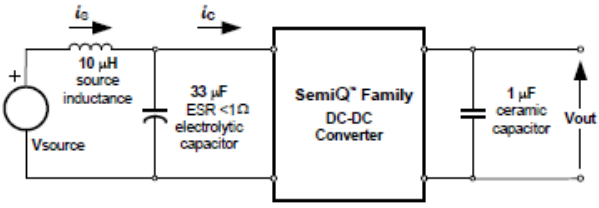

Fig. 5.0V.14: Test Setup for measuring input reflected ripple currents, i_c and i_s
Figure 5.0V.1 Available load current vs. ambient air temperature and airflow rates for SQ48T10050 converter with D height pins mounted vertically with Vin = 48V, air flowing from pin 3 to pin 1, and maximum FET temperature ≤ 120°C.
Figure 5.0V.2 Available load current vs. ambient air temperature and airflow rates for SQ48T10050 converter with D height pins mounted horizontally with Vin = 48V, air flowing from pin 3 to pin 1, and maximum FET temperature ≤ 120°C.
Figure 5.0V.3 Available load current vs. ambient air temperature and airflow rates for SQ48S10050 converter with D height pins mounted vertically with Vin = 48V, air flowing from pin 3 to pin 1, and maximum FET temperature ≤ 120°C.
Figure 5.0V.4 Available load current vs. ambient air temperature and airflow rates for SQ48S10050 converter with D height pins mounted horizontally with Vin = 48V, air flowing from pin 3 to pin 1, and maximum FET temperature ≤ 120°C.
Fig. 5.0V.5: Efficiency vs. load current and input voltage for SQ48T/S10050 converter mounted vertically with air flowing from pin 3 to pin 1 at a rate of 300LFM (1.5 m/s) and Ta = 25°C.
*Fig. 5.0V.6: Efficiency vs. load current and ambient temperature for SQ48T/*S10050 *converter mounted vertically with Vin = 48V and air flowing from pin 3 to pin 1 at a rate of 200LFM (1.0 m/s).*
Fig. 5.0V.7: Power dissipation vs. load current and input voltage for SQ48T/S10050 converter mounted vertically with air flowing from pin 3 to pin 1 at a rate of 300 LFM (1.5 m/s) and Ta = 25°C.
*Fig. 5.0V.8: Power dissipation vs. load current and ambient temperature for SQ48T/*S10050 *converter mounted vertically with Vin = 48V and air flowing from pin 3 to pin 1 at a rate of 200LFM (1.0m/s).*
Fig. 5.0V.9: Turn-on transient at full rated load current (resistive) with no output capacitor at Vin = 48V, triggered via ON/OFF pin. Top trace: ON/OFF signal 5V/div.). Bottom trace: output voltage (2V/div.). Time scale: 2ms/div.
Fig. 5.0V.10: Turn-on transient at full rated load current (resistive) plus 10,000 µF at Vin = 48V, triggered via ON/OFF pin. Top trace: ON/OFF signal (5V/div.). Bottom trace: output voltage (2V/div.). Time scale: 5ms/div.
Fig. 5.0V.11: Output voltage response to load current step-change (2.5A – 5A – 2.5A) at Vin = 48V. Top trace: output voltage (200mV/div.). Bottom trace: load current (2A/div.). Current slew rate: 0.1A/µs. Co = 1µF ceramic. Time scale: 0.2 ms/div.
Fig. 5.0V.12: Output voltage response to load current step-change (2.5A – 5A – 2.5A) at Vin = 48V. Top trace: output voltage (200 mV/div.). Bottom trace: load current (2A/div.). Current slew rate: 5 A/µs. Co = 450µF tantalum + 1µF ceramic. Time scale: 0.2 ms/div.
Fig.5.0V.13: Output voltage ripple (20 mV/div.) at full rated load current into a resistive load with Co = 10µF tantalum + 1 µF ceramic and Vin = 48V. Time scale: 1µs/div.
Fig. 5.0V.15: Input reflected ripple current, ic (100 mA/div.), measured at input terminals at full rated load current and Vin = 48V. Refer to Fig. 5.0V.14 for test setup. Time scale: 1µs/div.
Fig. 5.0V.16: Input reflected ripple current, is (10 mA/div.), measured through 10µH at the source *at full rated full rated load current and Vin= 48V. Refer to Fig. 5.0V.14 for test setup. Time scale: 1µs/div.*
Fig. 5.0V.17: Output voltage vs. load current showing current limit point and converter shutdown point. Input voltage has almost no effect on current limit characteristic.
Fig. 5.0V.18: Load current (top trace, 10A/div., 20 ms/div.) into a 10 mΩ short circuit during restart, at Vin = 48V. Bottom trace (10A/div., 1ms/div.) is an expansion of the on-time portion of the top trace.